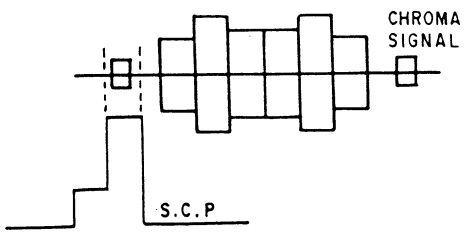

Fig. 1-3.
S.C.P. enters to pin ㉔ of IC2 (TDA4555). Phase relationship between chroma signal (input to pin ⑮) and S.C.P. is as shown in Fig. 1-3.